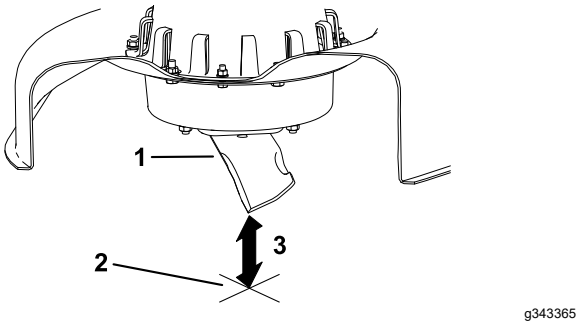

**Figur 30**
3. Mål fra knivtuppen til den flate overflaten (Figur 30).